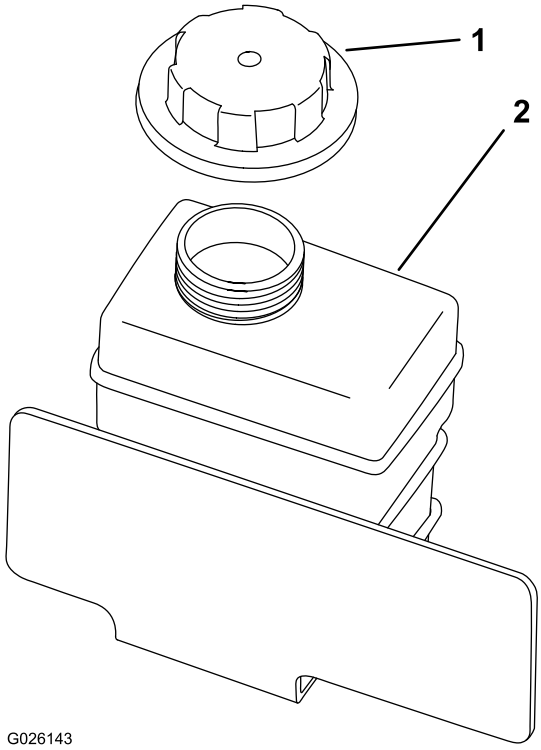

**Figur 61**
4. Fjern reservetankens dæksel (Figur 61).